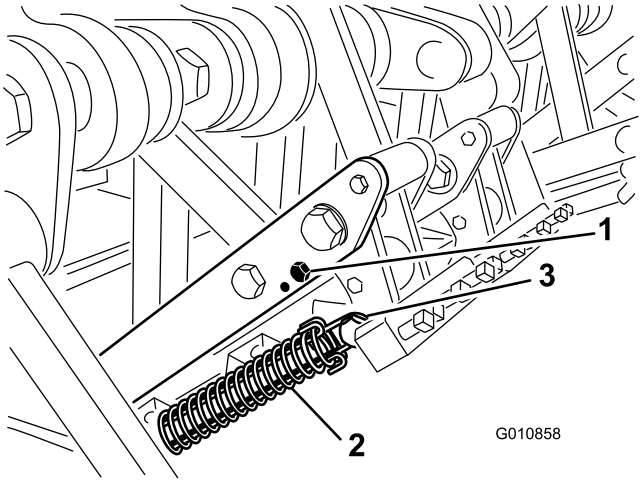

Figur 28
3. Frigör fjäderspänningen till luftarpinnshuvudet (Figur 28).
4. Ta bort stötdämparbulten och stötdämparen från länkarmen och sätt i dem i det andra justeringshålet (Figur 28).